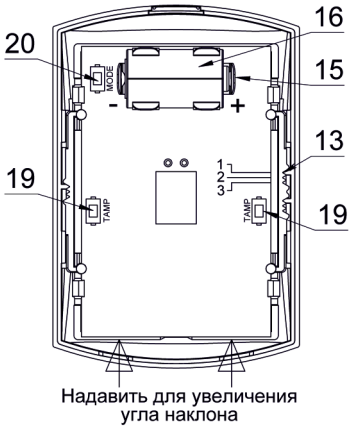
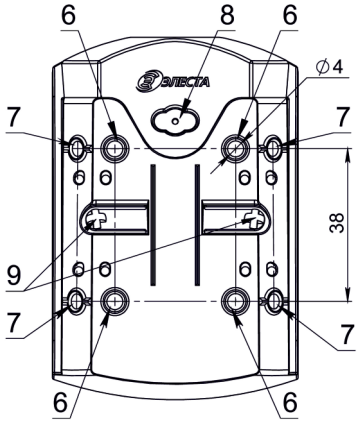

Рис.3
Рис.4
ИОБ выполнен в виде одного блока (рис.1, рис.3, рис.4, рис.5) и состоит из крышки (1) с линзой Френеля (2), печатной платы(3), установленной в держателе (4) и основания корпуса (5). На основании корпуса расположены: вскрываемые отверстия для крепления на плоскость стены (6) и для крепления под углом 45° (7), вскрываемое отверстие для ввода проводов (8), две симметричные клавиши Датчика Вскрытия / Отрыва (В/О) (9).
Для переустановки держателя в положения «2» и «3» необходимо с небольшим усилием сдвинуть держатель вверх относительно крышки (рис. 3). Внимание: держатель (4) и линзу (2) не изымать и не переворачивать.
Разметить и подготовить отверстия в стене в соответствии с установочными размерами (рис. 4) – рекомендуется использовать два отверстия на одной вертикали.